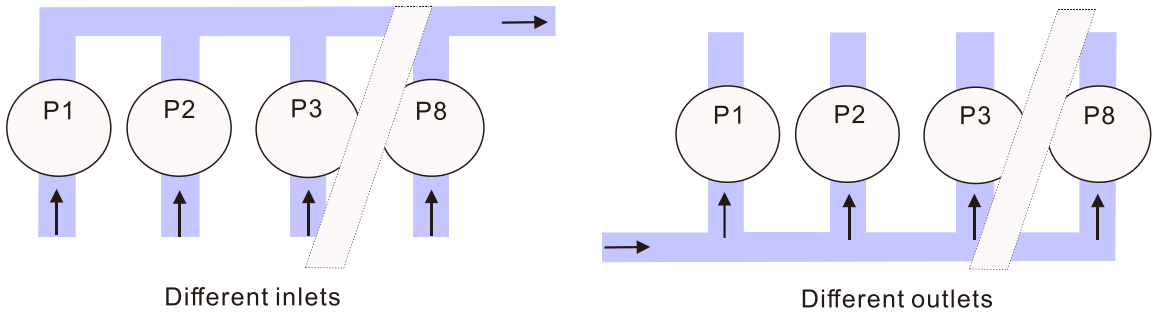

图 1 多进多出水泵应用
- 设定 1：多泵下依泵运行时间设定进行泵循环系统。一台变频器最多支持 8 组水泵控制，每个水泵依固定的运行时间与切换延迟时间进行切换。图 1 定时循环应用示意图，表 1 泵循环模式关联参数。